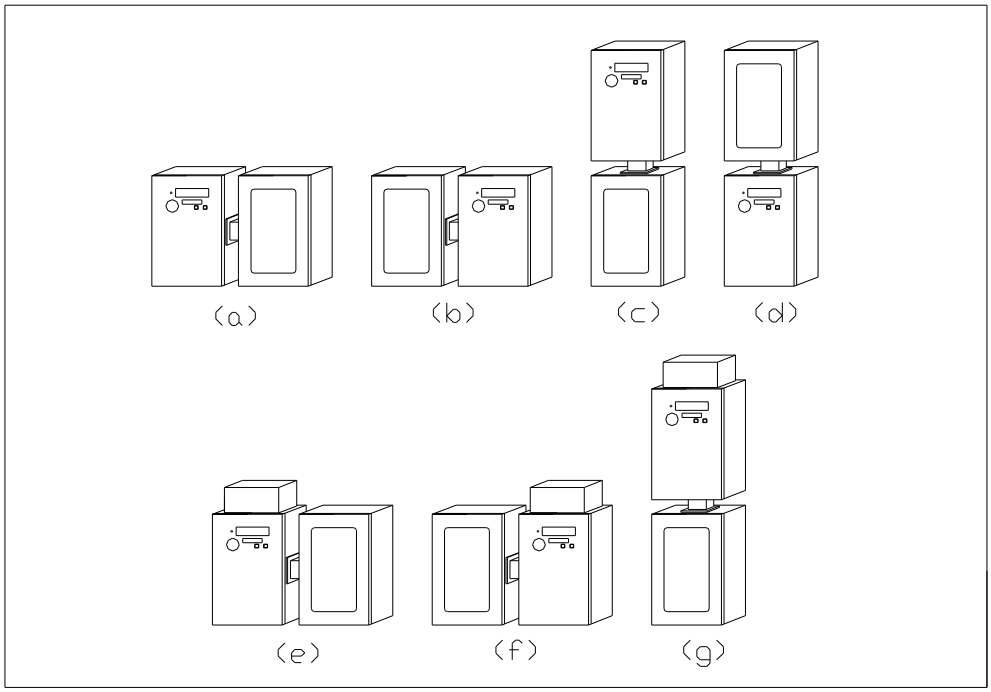

Figure 4-2. Acceptable moving configurations for the MC-5.
1. Choose a section of wall to mount the meter. This should be as close as possible to the distribution panel (preferably within 24"). The MC-5 mounts in 2 metal boxes that must be attached to the wall and connected by conduit. These enclosures may be mounted in several orientations. See Figure 4-2 for acceptable mounting configurations. Note that the MC-5 back box and the MCI box can either be side by side, or one above the other. You should choose the configuration that will fit best in the available mounting area.